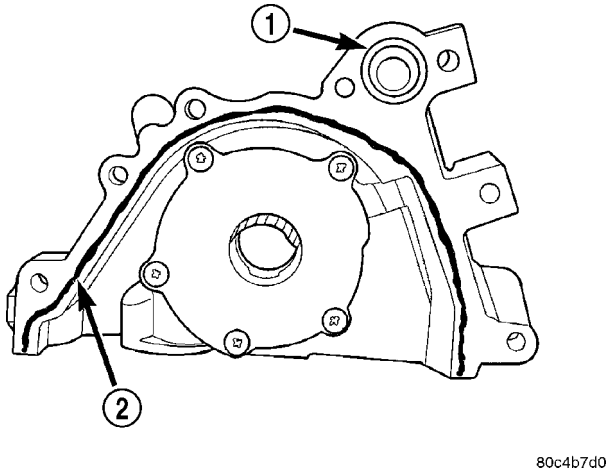

Fig. 102 Oil Pump Sealing
(1) Make sure all surfaces are clean and free of oil and dirt.
(2) Apply Mopar® Gasket Maker to oil pump as shown in (Fig. 102). Install O-ring into oil pump body discharge passage.